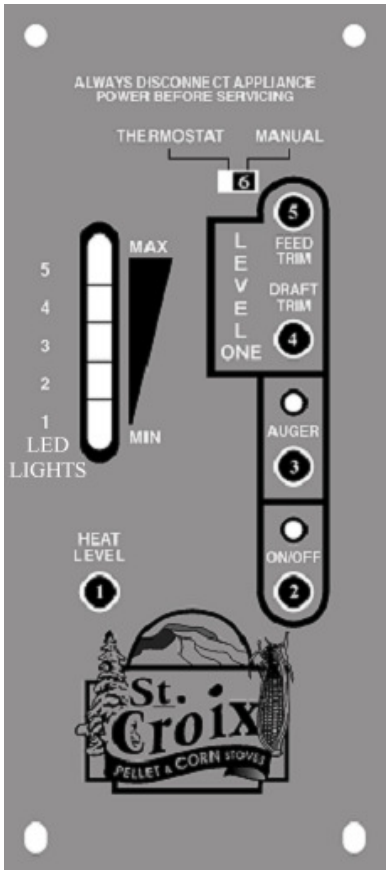

Figure 3
A closer look at the Control Board to the right in figure 3 will explain how the board works. There are five buttons labeled 1 through 5, a slide switch labeled 6 and a LED Light bar with 5 Heat Settings. ***The LED Light bar is also used during the Diagnostic process, see page 9 for more details.***
The buttons on the board function as follows: *(Refer to Figure 3. The touch pad buttons and Slide Switch are labeled with the white numbers 1 through 6)*
4. Close the door and push the On/Off button on the control board. (*Button #2, see figure 3)*
Shutting The Stove Off ***(Refer to Figure 3)***
1. The **Proof of Fire** switch. This switch will sense the temperature of the Exhaust rising during start up. If the Exhaust temperature does not reach 110 degrees F, or if during use the temperature drops below 110 degrees F, the Stove will go into **"Internal Alarm"** and the Auger will quit feeding fuel. Once the stove completes the safety shutdown, the #3 LED will start blinking. *(See Figure 3 on Page 7 and point 5 on page 22)*
2. The **High Limit** switch. This sensor will sense if the unit reaches temperatures that are too high for normal operation. If this happens the Auger will quit feeding and the #2 and #3 LED lights will flash simultaneously. *(See Figure 3 on Page 7 and point 6 on page 22)*
3. The **Vacuum** Switch - For the stove to operate, the Firebox needs to be sealed. During the first 30 seconds after the stove has been turned on the Control Board will check if the switch senses negative pressure (Vacuum) in the Firebox of the stove. If there is no negative pressure, the stove will shut down and the #2 LED will start blinking. *(See Figure 3 on Page 7 and point 4 on page 21).*